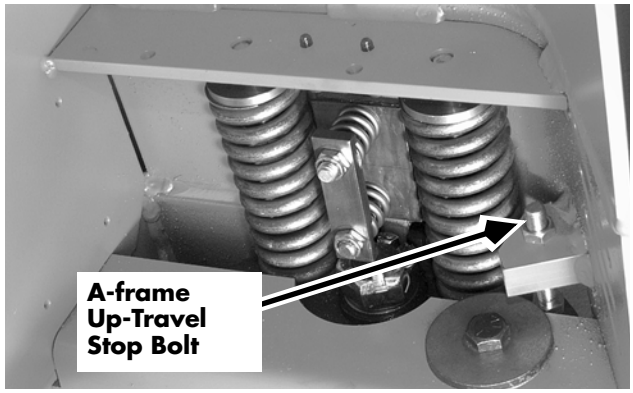

Figure 7-33: A-frame Up-Travel Stop Adjustment
7. Loosen the jam nut on the A-frame up-travel stop bolt. See Figure 7-33.
9. Turn the A-frame up-travel stop bolt to adjust the gap between the bolt head and the top of the A-frame as follows (See Figure 7-33.):